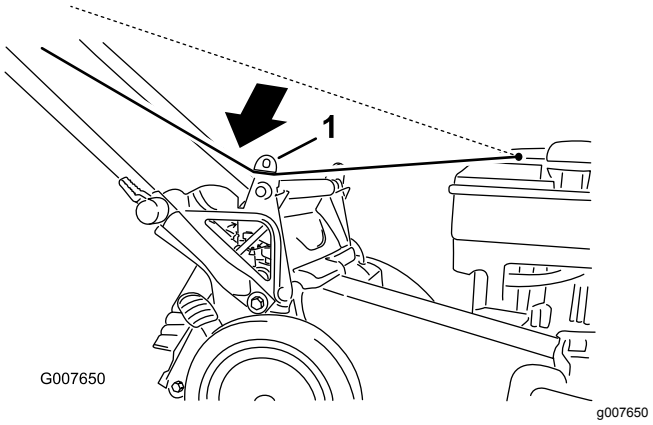

Rysunek 22
1. Poprowadź linkę rozrusznika wokół dolnej prowadnicy linki (Rysunek 22).